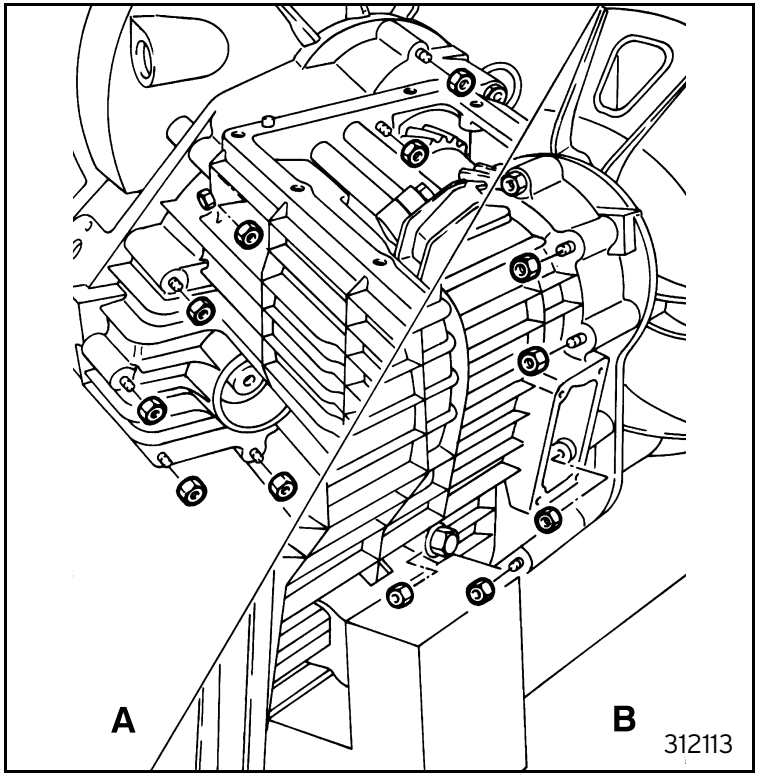

Fig. 71
- spread Loctite 518 sealant on the sealing surfaces then fit the clutch cover and tighten the securing bolts to the specified torque (figure 71);